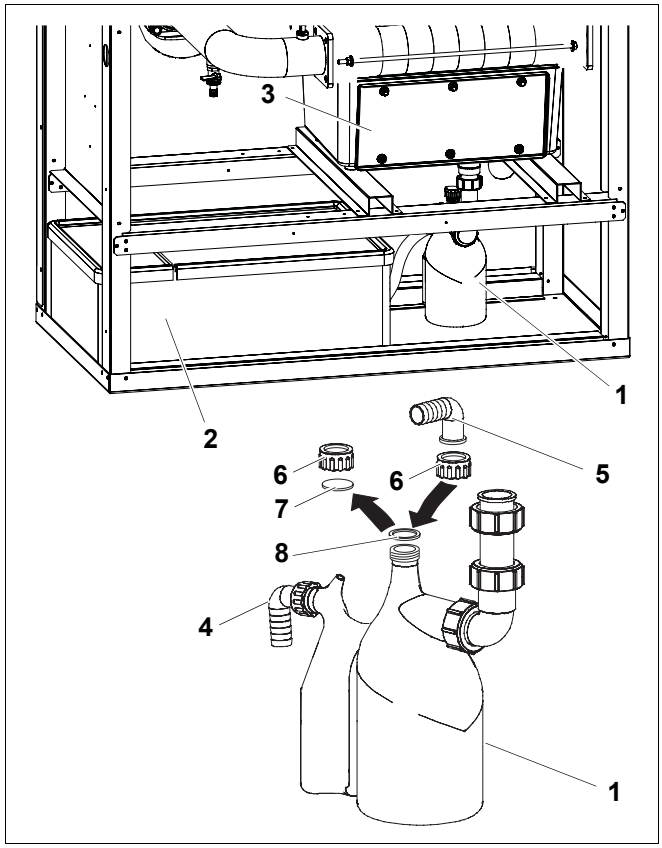

Rys. 17 Montaż przewodu odprowadzającego skropliny
- Króciec syfonu przyłączyć do urządzenia do neutralizacji (akcesoria) lub bezpośrednio do przewodu odprowadzającego spaliny (➔ rys. 17, strona 23).